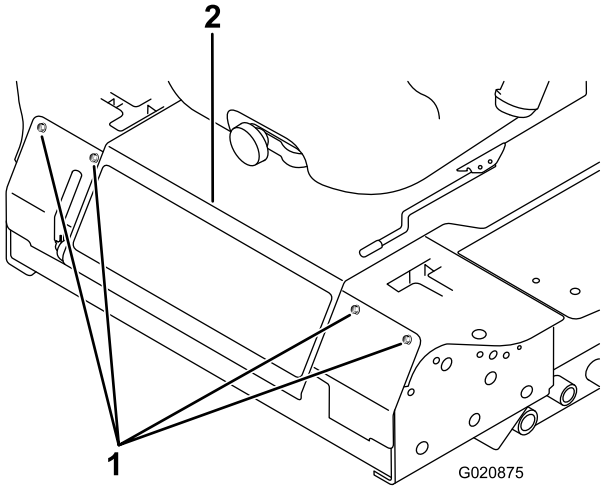

**Figur 59**
3. Lossa bultarna som fäster den främre panelen och ta bort den (Figur 59).